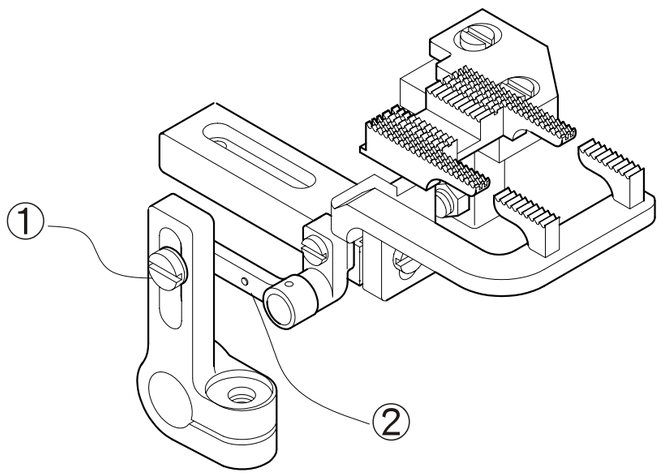

Fig. 20
2. Ajustar la cantidad del transportador diferencial: (Fig. 20)